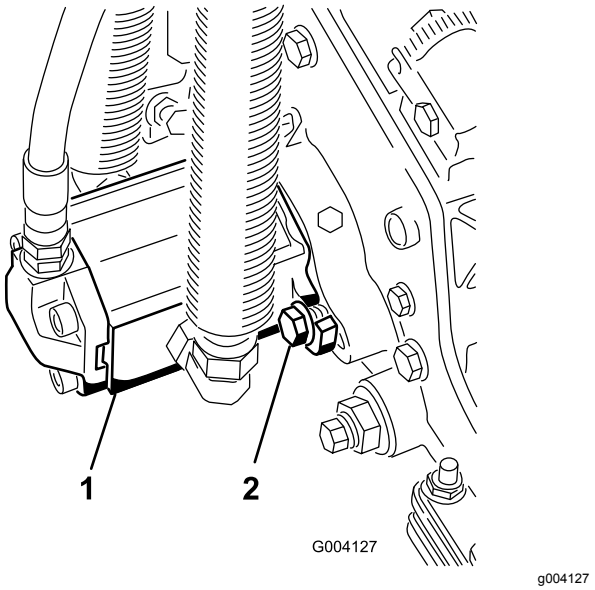

Figur 14
16. Installer motoren ved å rotere den med klokken slik at motorflensene går klar av skruene (Figur 14).